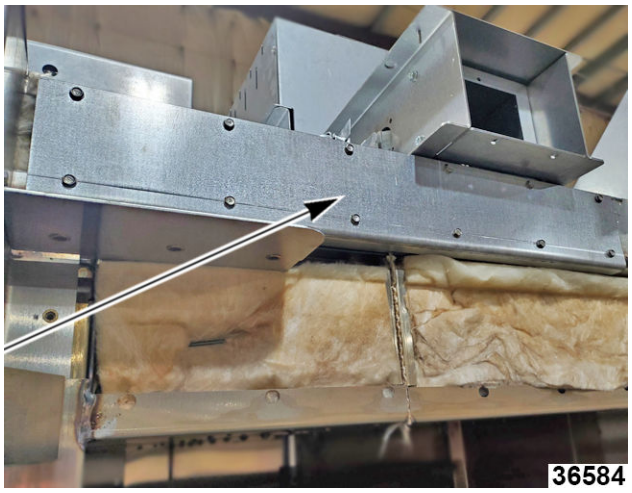

Fig. 23
13. Install upper header support plate (Fig. 23) with #10 Tek screws.